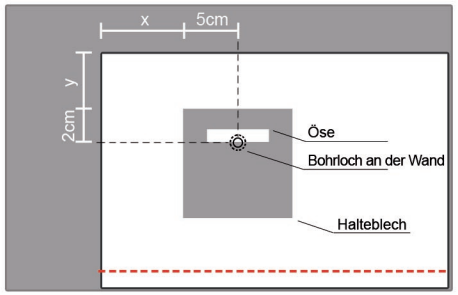

Abbildung 2: Spiegelrückseite Detailansicht
2. Markieren Sie nun die Position der Bohrlöcher wie folgt (Abbildung 2):
3. Jetzt bohren Sie die Löcher für die Haltebleche an der Wand gemäß Abbildung 2. Anschließend setzen Sie die mitgelieferten Dübel ein und drehen die Hakenschrauben rein.